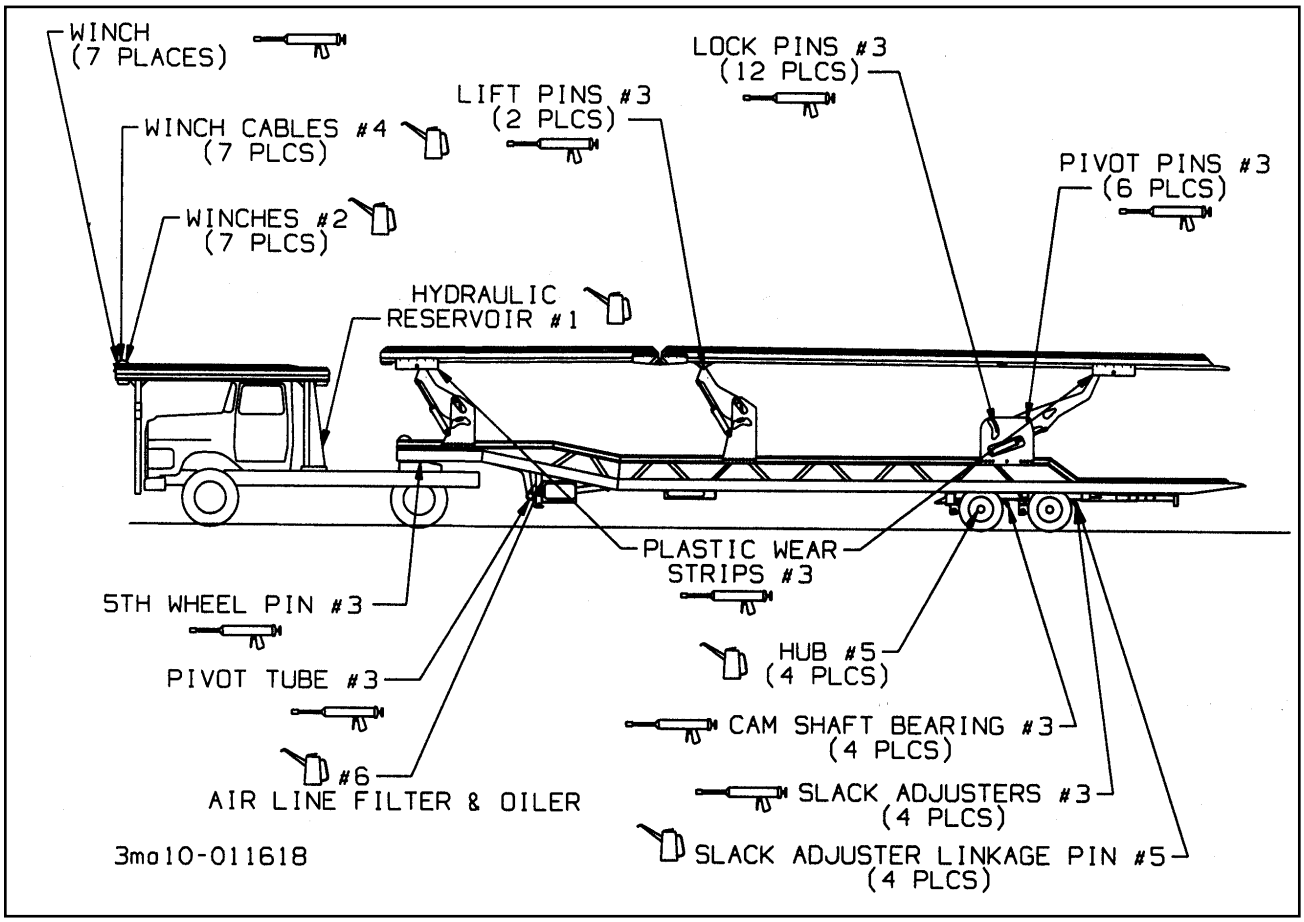

Figure 4-1 Lubrication Points
Figure 4-1 and Table 4-1 details lubrication points and intervals, method of application, and lubricant required, and illustrates the location of each part to be lubricated. During inspections of the semitrailer, if lubricants are found to be fouled with dirt or sand, those parts should be cleaned with paint thinner, dried, and relubricated immediately. Dirt in a lubricant forms an abrasive compound that will wear parts rapidly.
b. Clean the sliding surfaces with solvent or mineral spirits every six months or more frequently if exposed to extreme dirt or weather conditions. The slide wear strips are impregnated with a special lubricant, however, additional lubrication may be required to prevent chattering or squealing. **See Lubrication Points and Specifications in Figure 4-1 and Table 4-1** .